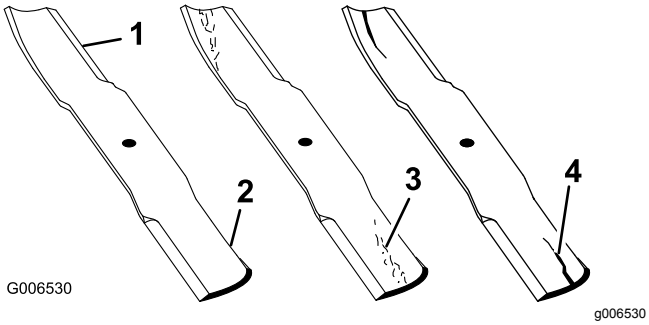

Figur 78
1. Efterse skærekanterne (Figur 78).
2. Efterse knivene, især det buede område (Figur 78).
Hvis kniven er beskadiget eller slidt, eller hvis der er antydning af en revne i dette område (Figur 78), skal du straks montere en ny kniv.